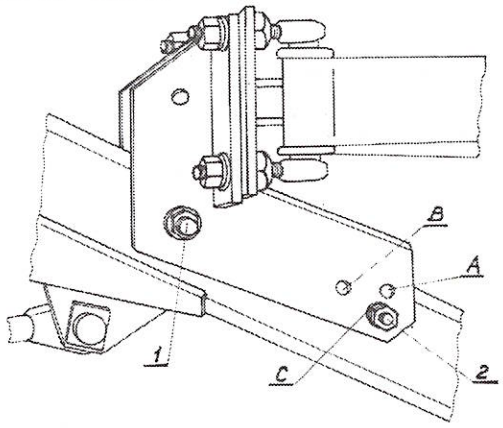

Rys. 18. Uchwyt korpusu pługa U 115/2.
Po odkręceniu śruby (2) i obróceniu uchwytu korpusu wokół przedniej śruby (1) możliwe jest założenie jej w jeden z trzech otworów znajdujących się w uchwycie korpusu (A, B lub C) – Rys. 18.